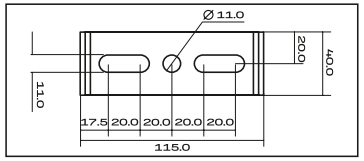

Рис. 2
5.12.2 Подготовьте отверстия для винтов в потолке в соответствии с указанными размерами монтажного кронштейна типа лира (рис. 2), после чего надежно закрепите кронштейн.